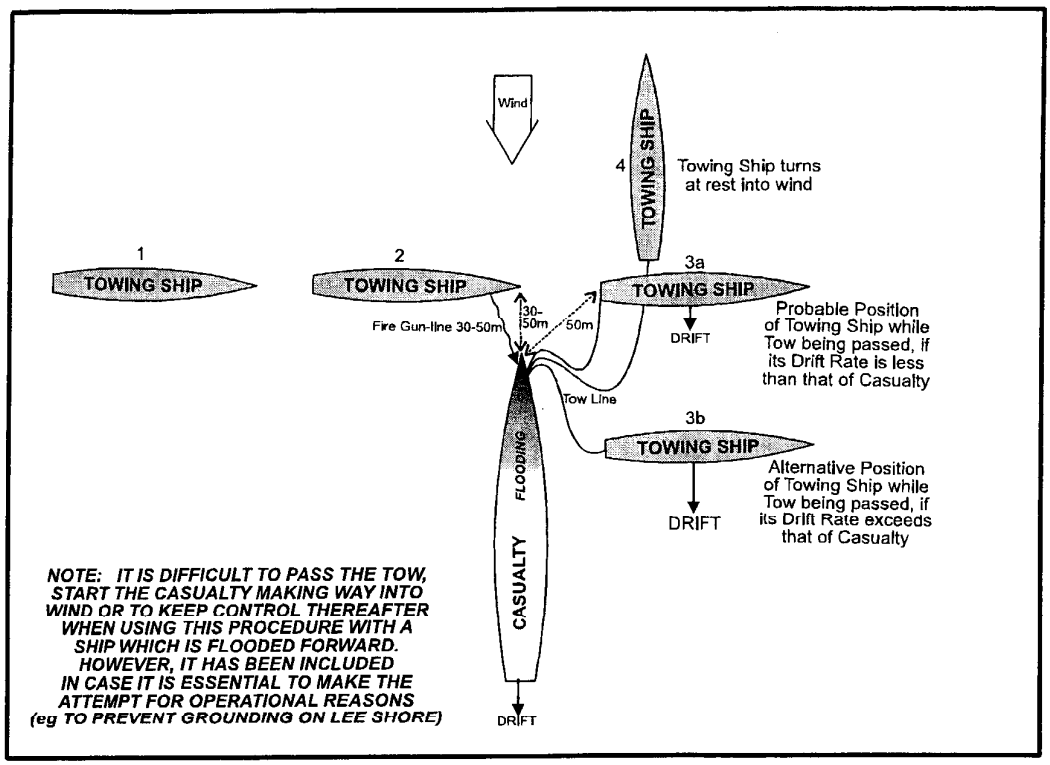

Fig 5-14. Cross-Wind Approach to Casualty lying Head to Wind (Tow Bows First)
- The approach should be made across the wind, passing 30-50 metres upwind of the *Casualty's* bow, allowing for its *Drift Rate* (see Fig 5-14).
- During this initial phase (immediately after the *Towing Ship* has stopped), it is likely that the *Casualty*'s drift will initially exceed that of the *Towing Ship* (see Para 0523.l) and this may make the passing of the *Tow* difficult as the distance between ships increases (Fig 5-14, Position 3a). However, once the *Towing Ship* (broadside to the wind) builds up *Leeway*, its *Drift Rate* may well exceed that of the *Casualty* (head to wind), and thus start to overtake it (Fig 5-14, Position 3b). In either case, the *Towing Ship's* need to *Turn at Rest* into wind before staring to *Tow* will be made more difficult (Fig 5-14, Position 4).